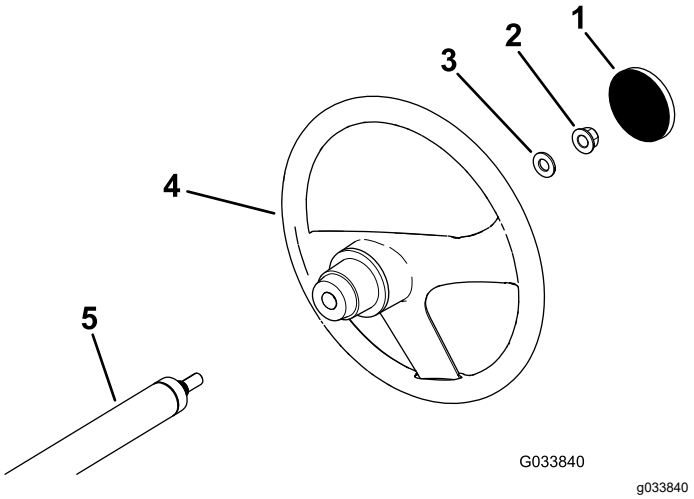

Figura 3
1. Si la tapa está instalada, retírela del centro del volante (Figura 3).
2. Retire la contratuerca (½") de la columna de dirección (Figura 3).
3. Coloque el volante y la arandela (½") sobre la columna de dirección (Figura 3).
5. Instale la tapa en el volante (Figura 3).